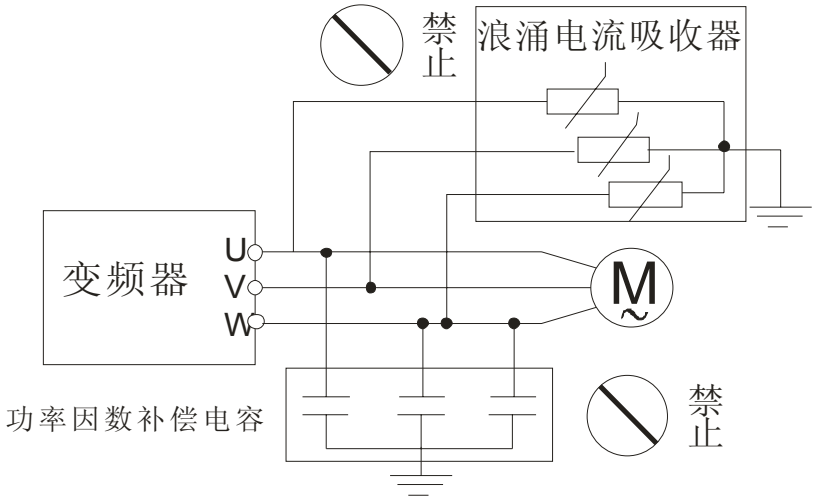

图1-3
- 由于变频器的输出电压是 PWM 脉冲波，因此在其输出端请不要安装电容或浪涌电流吸收器（如压敏电阻），否则将会导致变频器出现故障跳闸，甚至功率元器件的损坏。如已有安装的，请务必拆除。见图 1-3 所示。